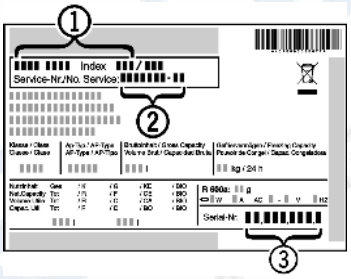

Fig. 15
▶ Наименование устройства *Fig. 15 (1)*, сервисный № *Fig. 15 (2)* и серийный № *Fig. 15 (3)* считайте с заводской таблички. Заводская табличка находится внутри устройства слева.
▶ Обратитесь в сервисную службу и сообщите вид неисправности, наименование устройства *Fig. 15 (1)*, сервисный № *Fig. 15 (2)* и серийный № *Fig. 15 (3)*.